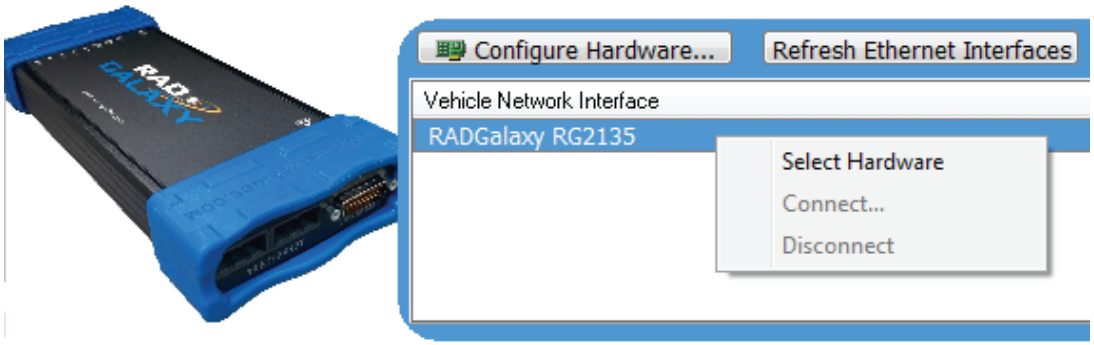

Figure 70: ヴィークルスパイのログイン画面で**RAD-Galaxy**を選択する。
2. **RAD-Galaxy**選択**:** ログイン画面でRAD-Galaxyを右クリックして*Select Hardware*を選択する (図70)。既にRAD-Galaxyが選択されている場合は、この操作は必要ありません。